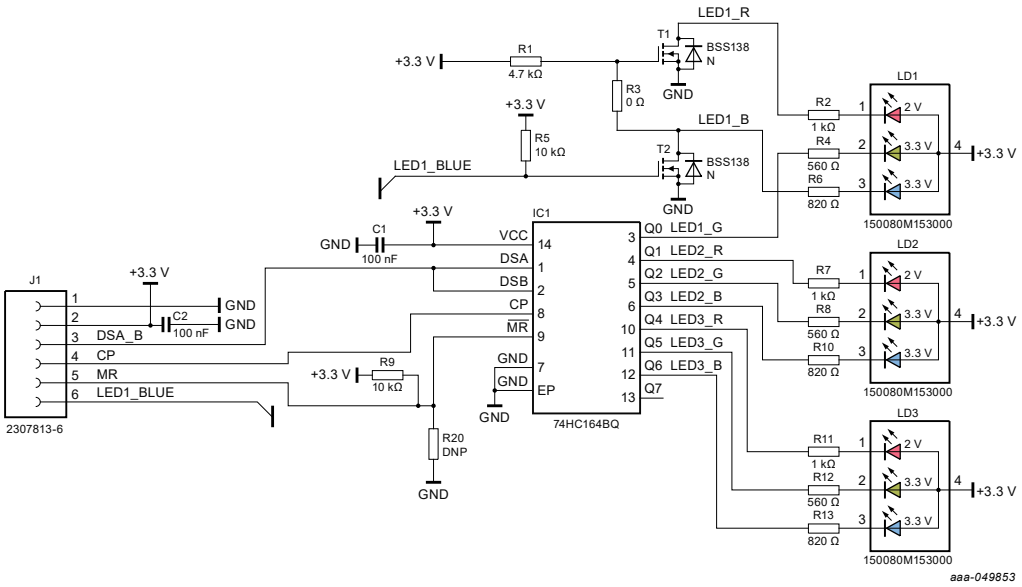

**Figure 11. Header J1 for connecting LEDs to main board Peridot 3.1**
- Header J1 to connect the LEDs of the antenna PCB to the main board, Figure 11.